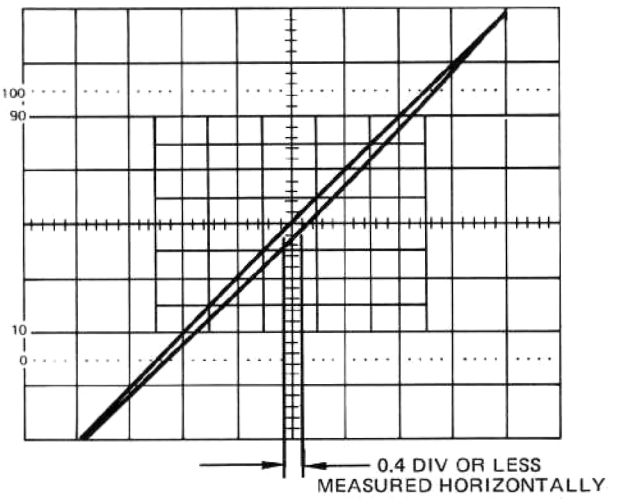

Fig. 5-14. X-Y Phasing Check.
d. Adjust CH 2 POSITION control and horizontal POSITION controls to center display (see Fig. 5-14).
CHECK—Opening is 0.4 div or less, measured along center graticule line (see Fig. 5-14).